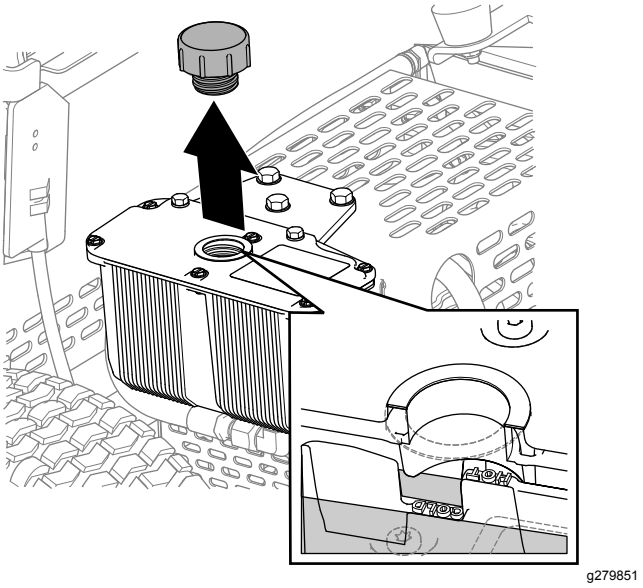

Figur 35
3. Fjern dækslet, og kontroller hydraulikvæskestanden i beholderen (Figur 35).